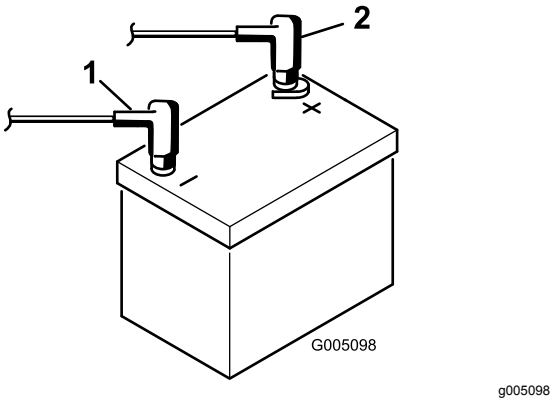

Figur 6
2. Koppla den positiva batterikabeln (röd) mellan startmotorns magnetspole och pluspolen (+) på batteriet (Figur 6). Fäst den med en skruvnyckel och bestryk anslutningen med vaselin. Se till att